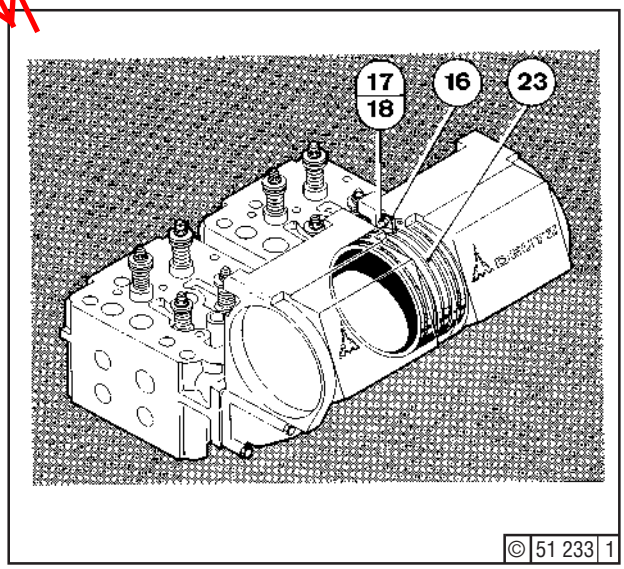

Fig. 4
Push sliding pieces (23) - Fig. 4 - of charge air pipe into their appropriate position.Fit lateral locking pieces (16) and tighten by bolt (18) with lockwasher (17).